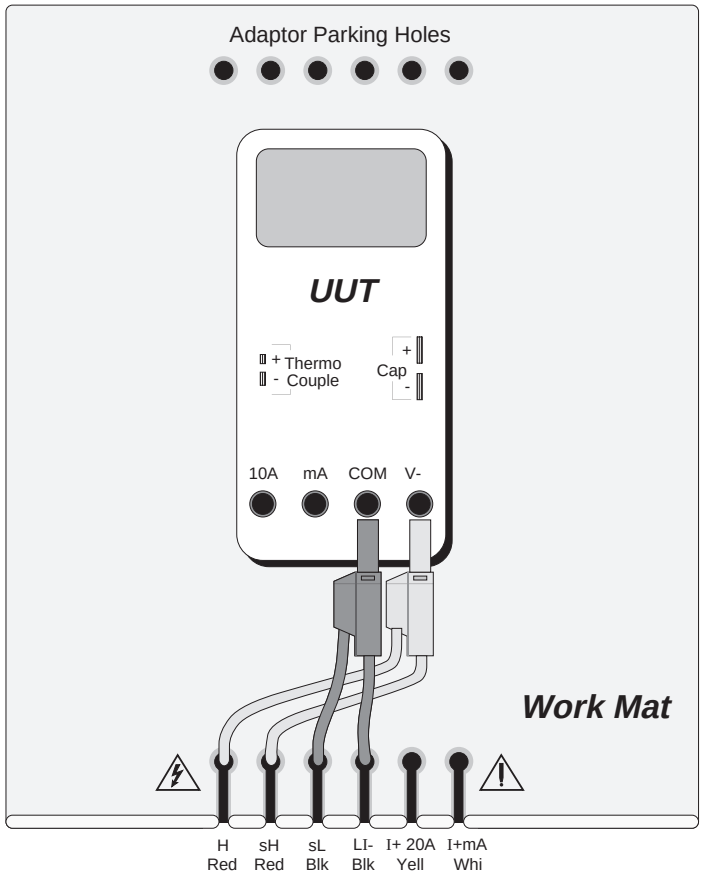

Fig. 4.9.2 Interconnections for UUT Frequency Calibration
The general connection scheme for UUT calibration is illustrated in *Fig. 4.9.2*.
1. **Connections** — Connect the 9100 to the UUT as shown in *Fig. 4.9.2*, and ensure that both instruments are powered ON and warmed up.